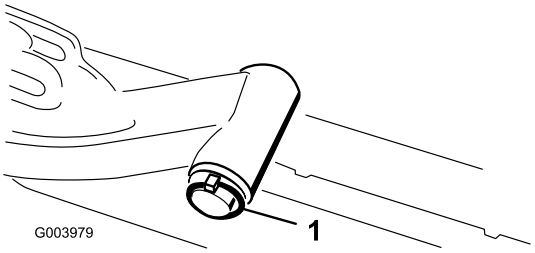

Figur 11
A. Fjern ringstiften og skiven som fester løftearmens dreieaksel til løftearmen, og skyv løftearmens dreieaksel ut av løftearmen (Figur 11).
C. Før inn løftearmsakselen i løftearmen og fest den med skiven og lynsjepinnen (Figur 11).